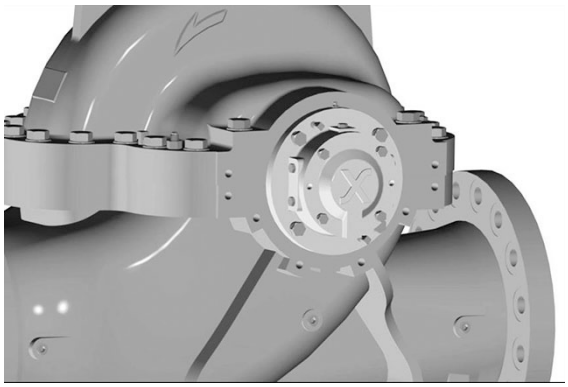

Figure 34: Bearing gland installed on outboard (opposite of coupling) side of pump
13. Install the locknut and lockwasher on the outboard end of the shaft. Make certain that the locknut is secure and bend over the tabs on the lockwasher. (see Figure 34)